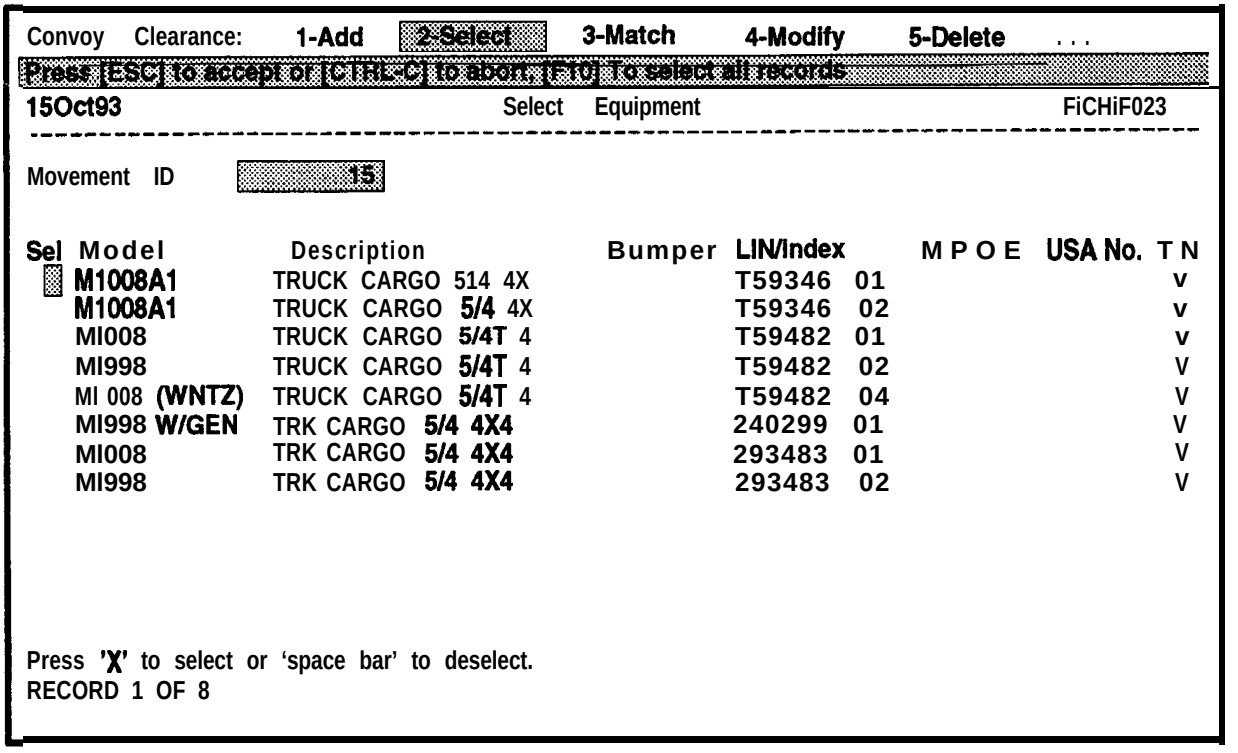

Figure 7-29. Select Equipment Screen with Equipment Listed
c. Enter the appropriate **Movement ID** and press **ESC** or press F6 for **Help. F6** will access the Convoy Selection Screen where you can highlight the appropriate Movement ID using the TC ACCIS defined cursor keys or F3 or F4 to page up or down. When the desired Movement ID is highlighted, press **ESC** to accept. The currently selected pieces of equipment will be displayed in the Select Equipment screen as shown in the Figure 7-29. You can now review the equipment included in your new convoy.
To delete equipment from your new convoy, remain in the Select Equipment screen (Figure 7-29) and use the following procedures: